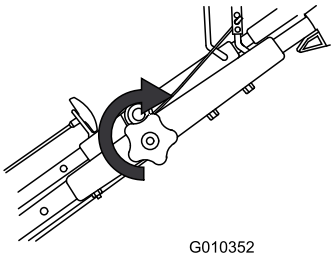

**Figur 17**
3. Dra åt det övre handtagsvredet så hårt du kan (Figur 17).